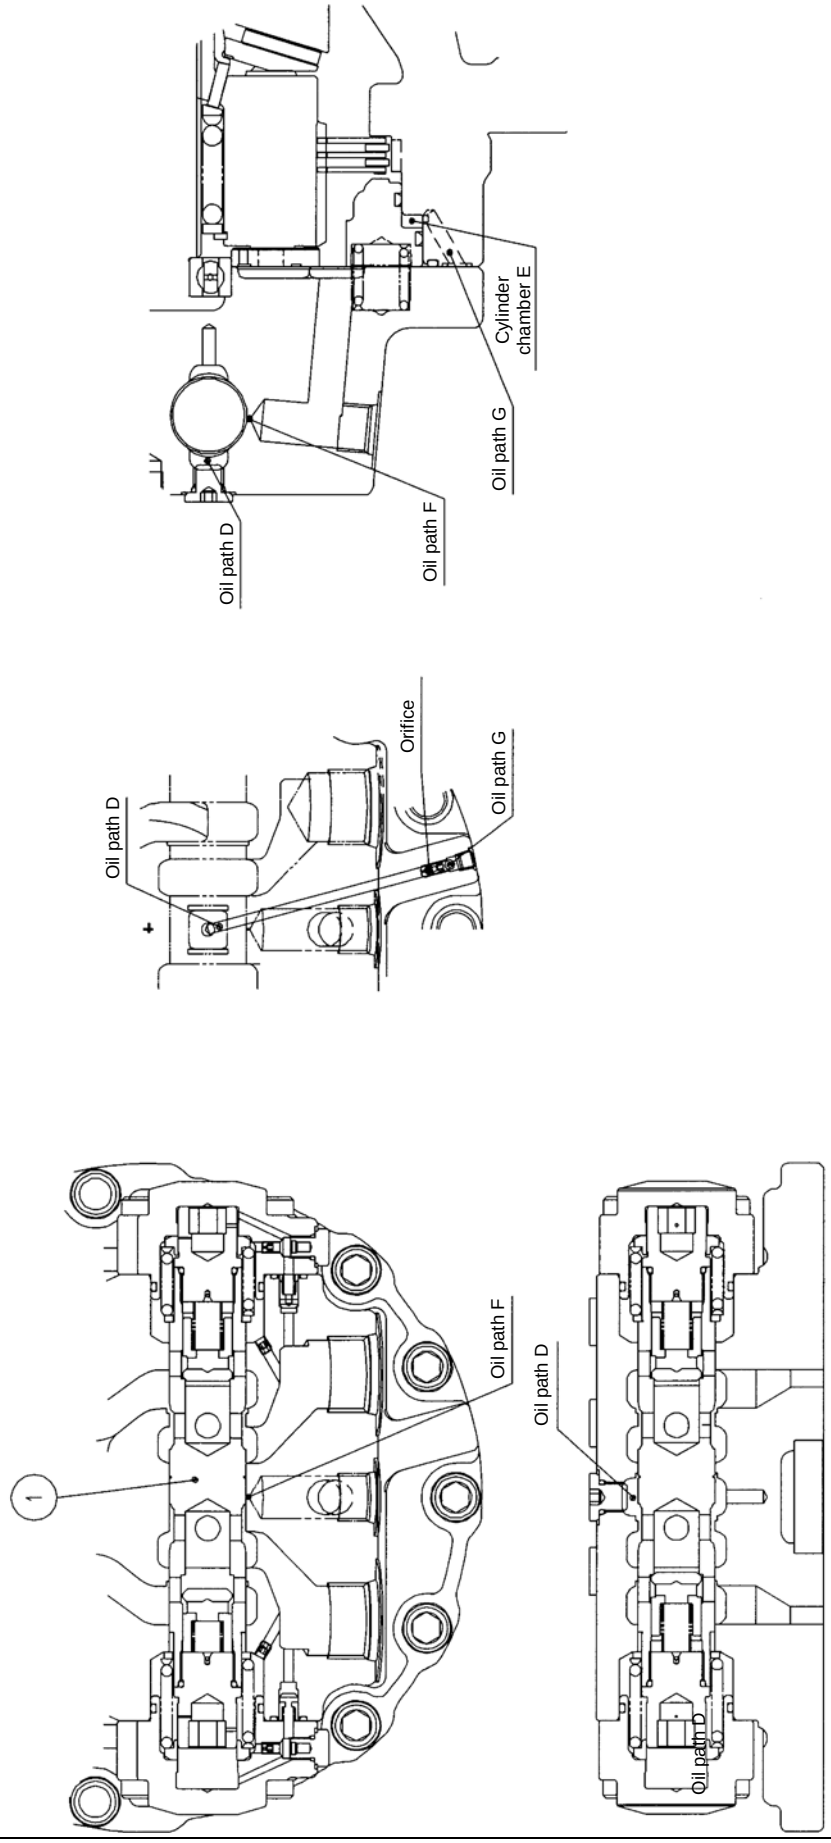
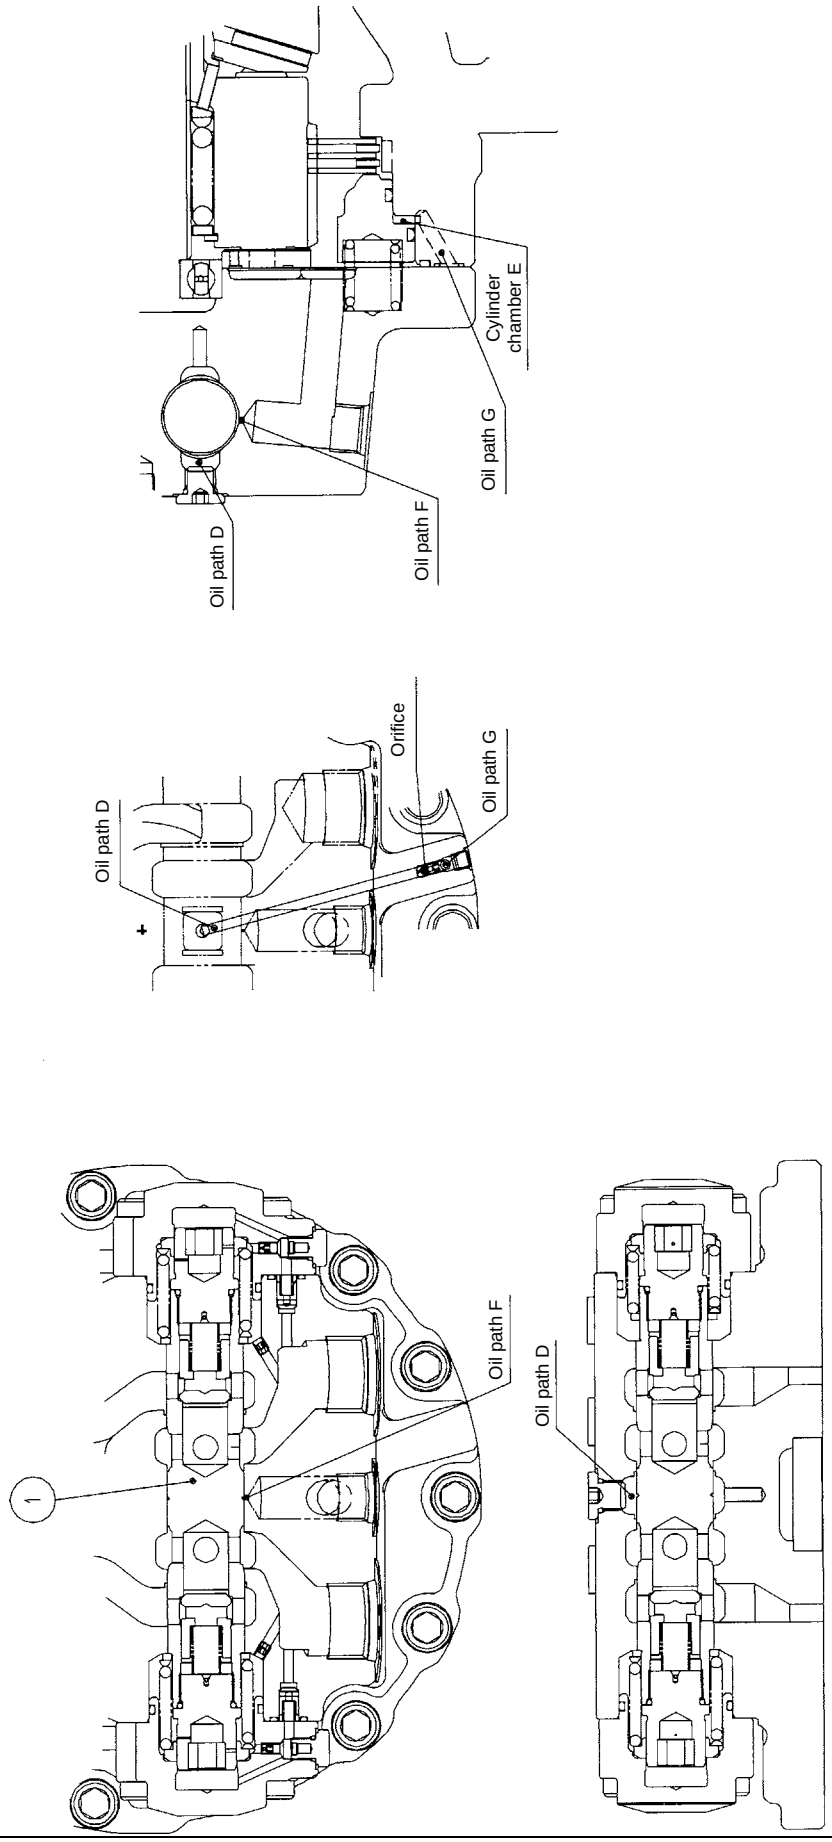

Figure 8. High-pressure selection function; High-pressure selection
Figure 9. High-pressure selection function; Release to motor case drain
E. High-pressure selection shuttle valve function (Figure 8 and Figure 9)
When pressurized oil is fed from the P1 port, the plunger (1) moves to the right side creating the state in Figure 8. Therefore, the motor case drain oil path F is closed, the oil path D to the parking brake cylinder chamber E is opened, the pressurized oil is led into oil path G via the orifice and flows into the parking brake cylinder chamber E, releasing the parking brake.
Also, when the piston motor stops, the plunger (1) returns to the neutral state of Figure 9, the oil path D closes, and the motor case oil path F opens, so the oil in the parking brake cylinder chamber E is led to the motor case drain and the parking brake operates.